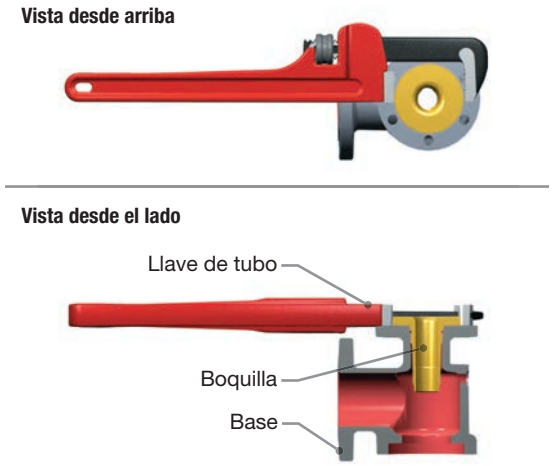

Figura 20: Extracción de la boquilla de la base
19. Utilice una llave de tubo grande en la brida de la boquilla para retirar la boquilla (2) de la base (1) (consulte la Figura 20).